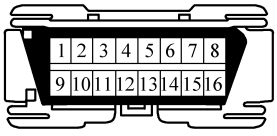

图 6-74　数据插接器(DLC)
⑮ 诊断指示灯。将诊断指示灯的诊断开关转到 ON 位置之后，诊断指示灯通过闪烁显示电控系统故障码(DTC)。
⑯ 数据插接器(DLC)见图 6-74。它是通信插接器，用于连接诊断装置和控制器。